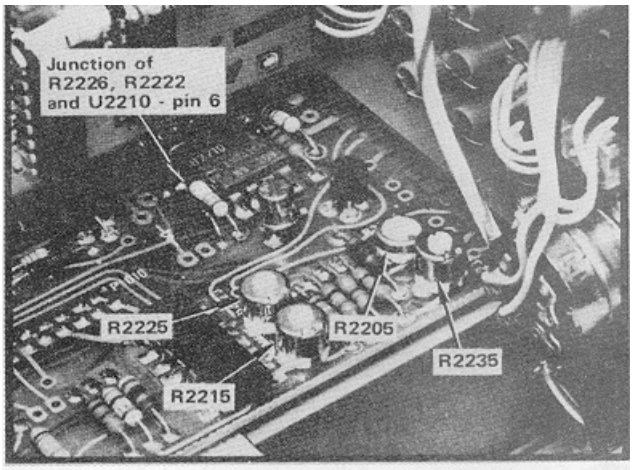

Fig. 4-12. Location of Vertical Control board test points and adjustments.
b. Connect the Input of a vertical amplifier plug-in unit (e.g., 7A18) through a 10X probe to pin 6 of U2210on the Vertical Control board (Fig. 4-12 and Diagram 18).
e. While switching the step attenuator In 10 dB steps, to change the input signal level 10 dB, adjust Volts/Div Cal R2205 (Fig. 4-12) for a corresponding 1.0 V change (at pin 6) per 10 dB change of signal level. Return the step attenuator to 0 dB.
f. Select the LIN mode with a reference level of 1 mV/Div or higher, disconnect the CALIBRATOR signal from the INPUT and adjust Baseline Offset R2235 (Fig. 4-12) for 0 volt at pin 6 of U2210. Position this 0 V reference level at the top graticule line with the Vertical Position control.
h. With the REFERENCE LEVEL set as directed in step f, switch the Display Mode to 2 dB/DIV and adjust 2 dB Offset R2215 (Fig. 4-12) so the output level at pin 6 is -8 volts. The output level of U2210, for all three modes, should match.